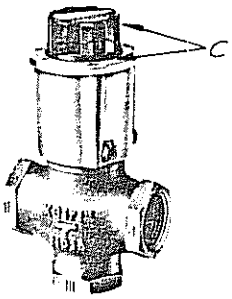

FIG. 2
a) **Manuelle - Handbedient (régulation C - régulatie C - fig. 2)** :